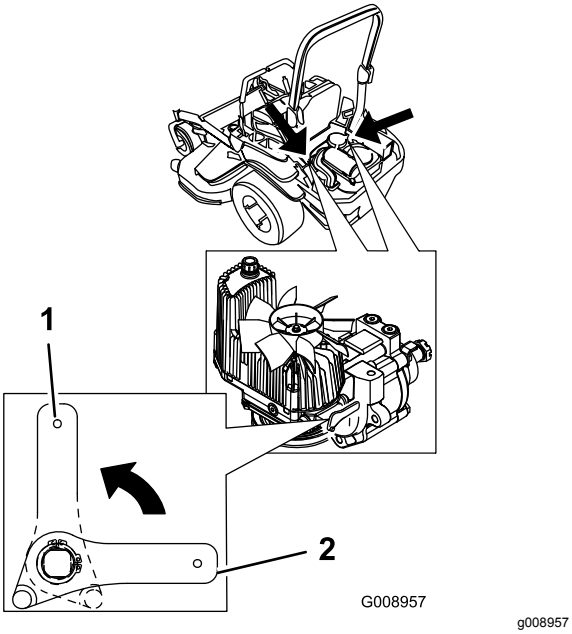

**Figuur 38**
2. Draai de vrijgavehendels verticaal om de machine te duwen (Figuur 38).
4. Draai de vrijgavehendels horizontaal om de machine te gebruiken (Figuur 38).